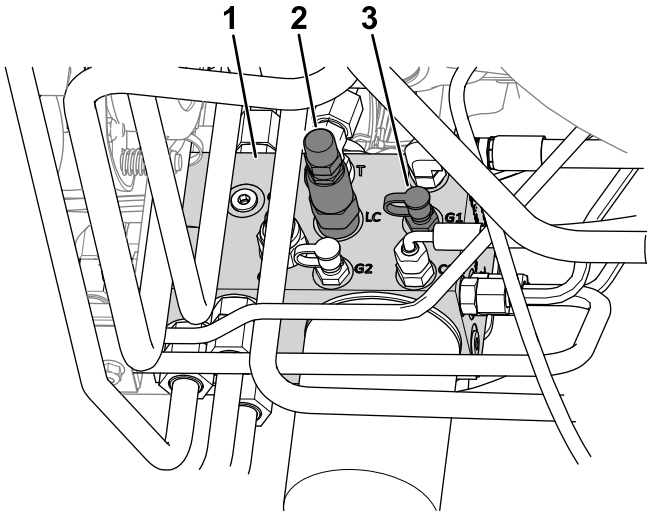

Figura 21
4. Collegate un manometro alla porta diagnostica (con l'etichetta G1; fate riferimento a Figura 21).
2. Cursore di trasferimento del peso (LC)
5. Sul lato del collettore di sollevamento, rimuovete il cappuccio dalla porta diagnostica (con l'etichetta G1; fate riferimento a Figura 21).
6. Allentate il controdado all'estremità del cursore di trasferimento peso (con l'etichetta LC; fate riferimento a Figura 21